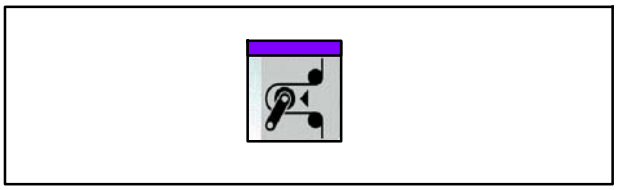

Fig. 165 Touche Enclencher/couper la tension de bande
3. Appuyer sur la touche Enclencher/couper la tension de bande (Fig. 165) pour couper la tension de bande